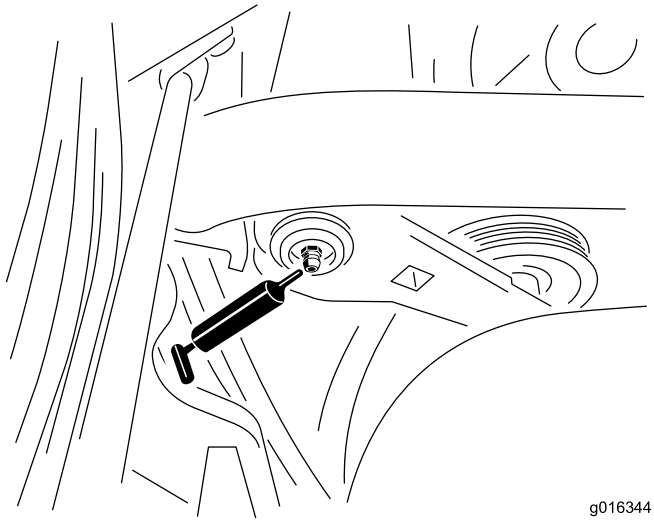

Figur 45
1. Tørk av smøreniplene slik at fremmedmateriale ikke kan komme inn i lagrene eller hylsene (Figur 45).